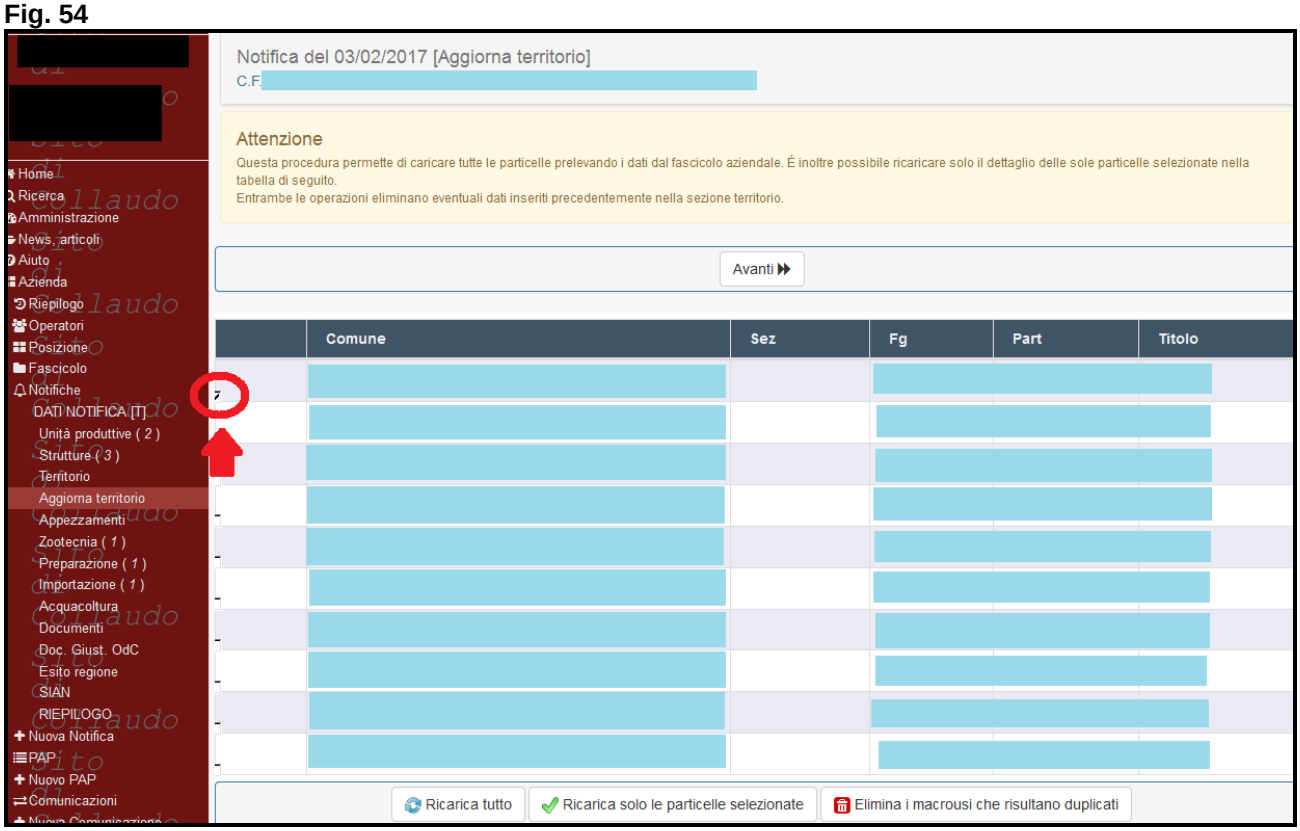

Fig. 55
- ✓ Ricarica solo le particelle selezionate: qualora debbano essere aggiornate solo alcune particelle precedentemente selezionate apponendo il flag (v. fig. 55) in corrispondenza delle particelle oggetto di aggiornamento.